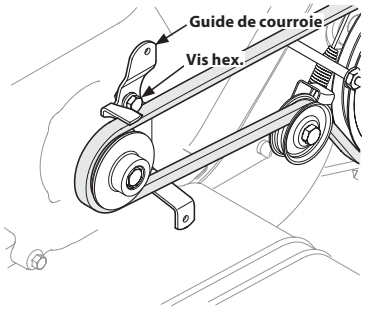

Figure 19
4. À l'aide d'une clé de 1/2 po, retirez la vis hexagonale qui fixe la courroie au moteur. Voir la Figure 19.